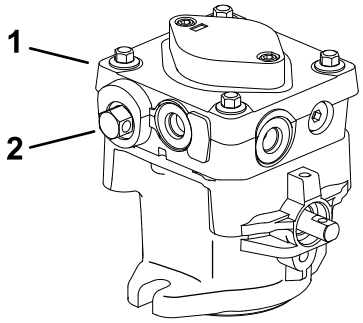

Figuur 14
3. Open de omloopkleppen door deze 1 tot 2 keer linksom te draaien (Figuur 14).